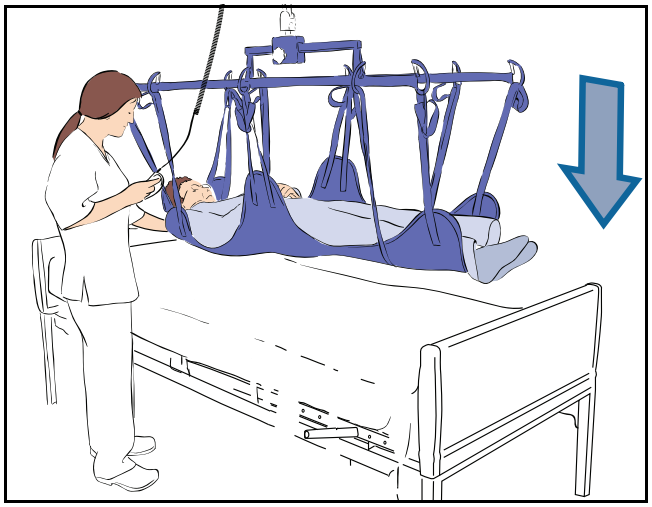

Fig. 16
10) Abaisser le patient à son nouvel emplacement (voir Fig. 16).